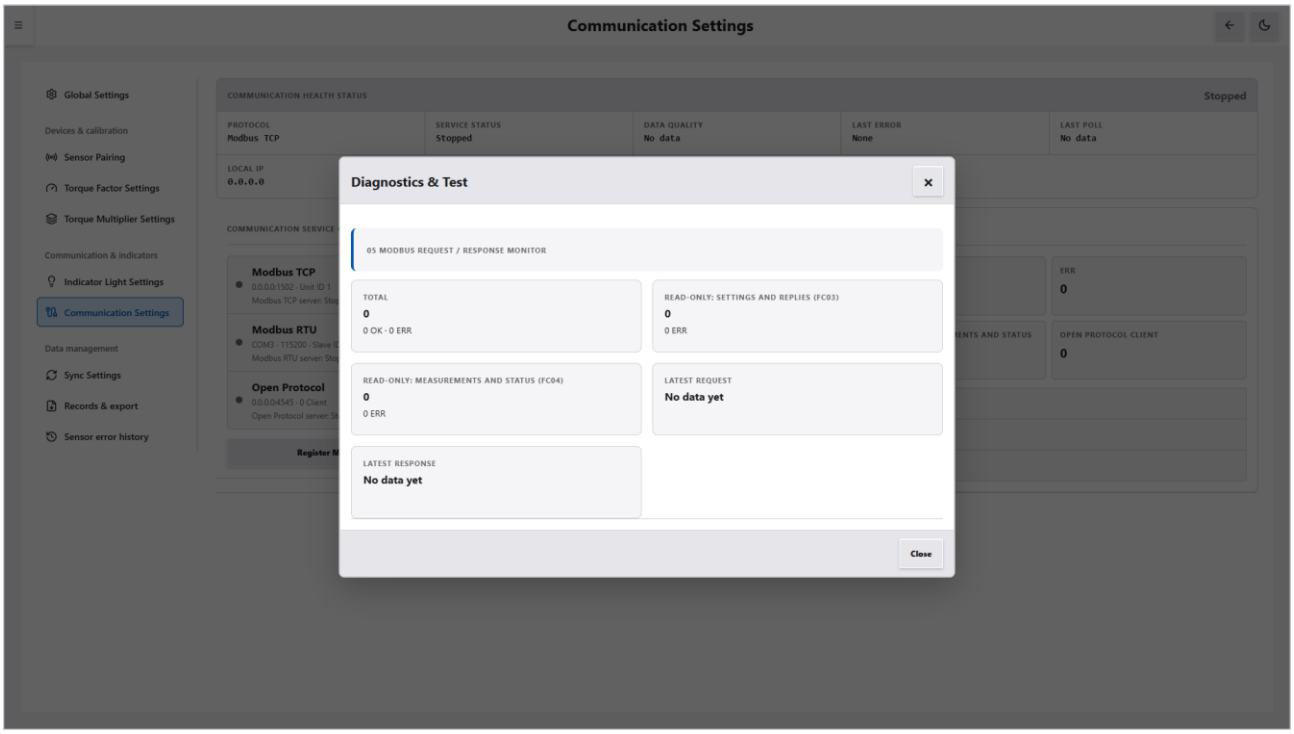

Figure 13-7 Modbus diagnostics and test
2. Click “Diagnostics & Test” to open the “Diagnostics & Test” window (see Figure 13-7).